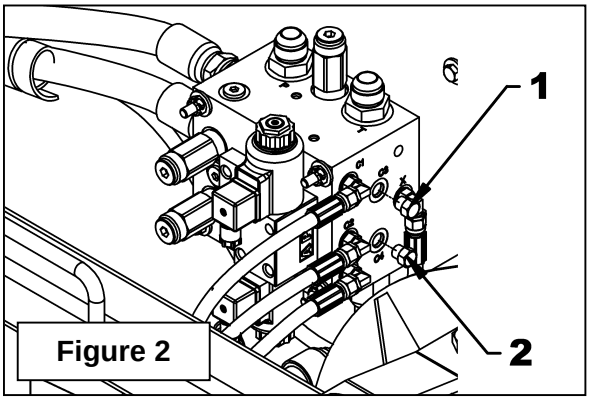

Figure 2
3. **Figure 2:** Retirer les deux bouchons (items 1-2) des ports "C3" et "C4" du bloc hydraulique.